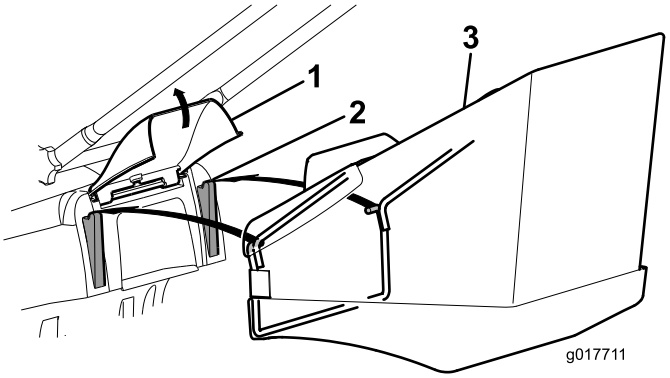
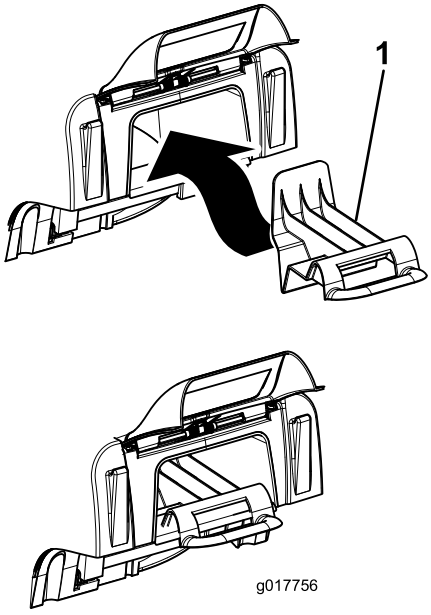

**Figure 14**
**Figure 15**
1. Lift the rear deflector, remove the mulch plug (Figure 15), and install the grass bag onto the lugs (Figure 14).
**Note:** To convert from bagging to recycling, remove the grass bag, replace the mulch plug you removed in Step 1, and lower the rear door (Figure 15).